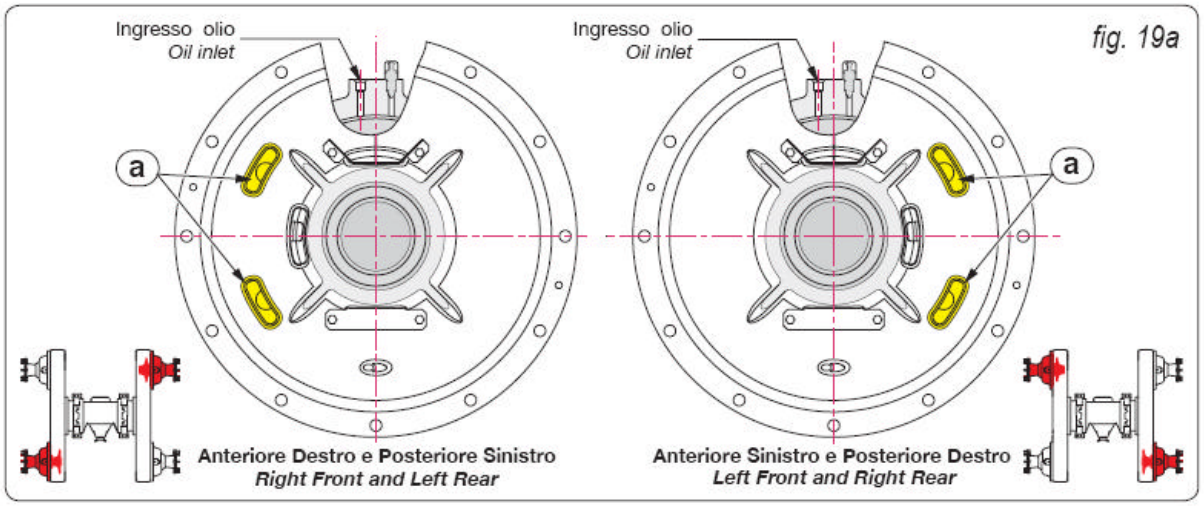

fig. 19a
IMPORTANTE: Instalar o suporte (17) conforme fig. 19a. O entalhe deve estar no lado esquerdo da entrada de óleo da parte frontal direita e freio traseiro esquerdo; e do lado direito da entrada de óleo na parte esquerda frontal e na direita do freio traseiro.